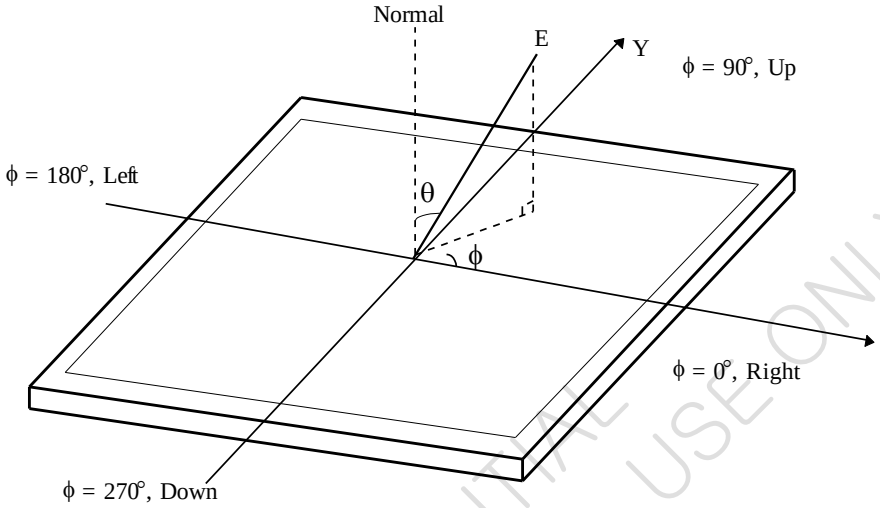

FIG.4-4 Viewing Angle
5) **Viewing Angle** is the angle at which the contrast ratio is greater than 10. The angles are determined for the horizontal or x axis and the vertical or y axis with respect to the z axis which is normal to the LCD surface. For more information see FIG.4-4. ***(By PR880)***